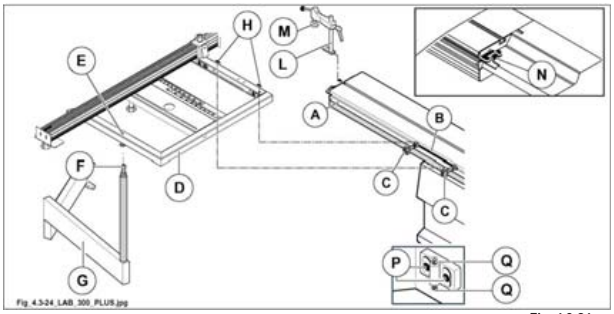

Fig. 4.3-24
la vite (F fig. 4.3-24) deve alloggiare perfettamente nell'apposito foro presente sotto al telaio (D fig. 4.3-24).
3) Livellare il piano (D fig. 4.3-24), se necessario, agendo sulla vite (F fig. 4.3-24).
4) Serrare i pomelli (C fig. 4.3-24).
5) Inserire la colonnetta (L fig. 4.3-24) con il pressore (M fig. 4.3-24) nella scanalatura del carro vagone (A fig. 4.3-24) e ruotarla in senso orario per bloccarla.
Quando non si utilizza il vagone (A fig. 4.3-24) bloccarlo con il pomello (N fig. 4.3-24).
- allentare i pomelli (C fig. 4.3.24);
- allentare le viti (P fig. 4.3.24) e agire sui grani (Q fig. 4.3.24) per regolare la posizione in altezza.